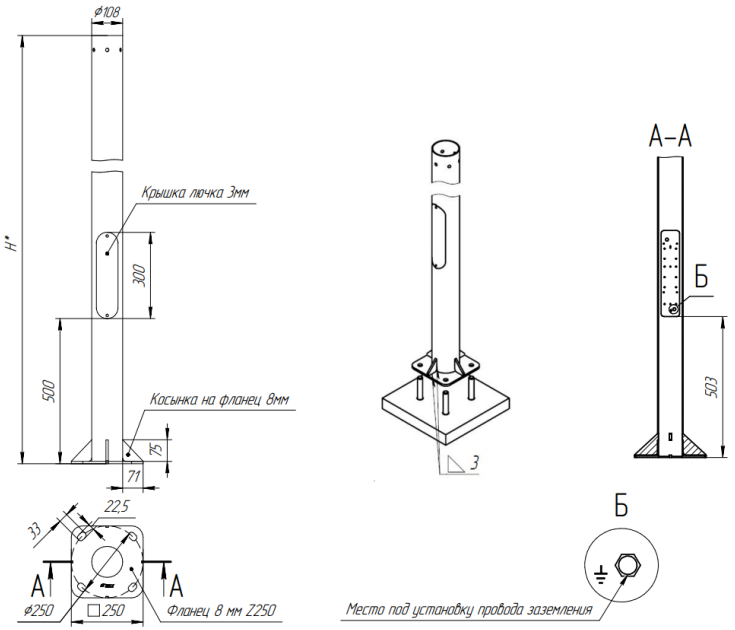

Рисунок 1. Габаритные размеры и составные части опоры декоративной цельной Geniled Park C108-XXXX-Z250.
Габаритные и присоединительные размеры	См. рис. 1
5.3. Внимание! Подключение комплекта освещения Geniled к заземлению обязательно! (См рис. 1 и фото 1)